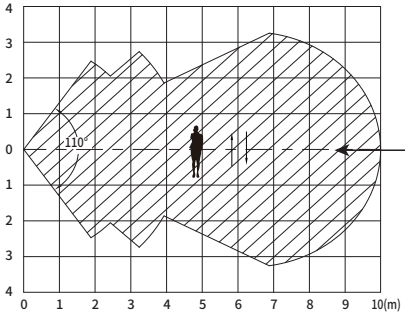

figure 3
5. Avoid blind spots in the protection area (the detection range is shown in Figure 3).